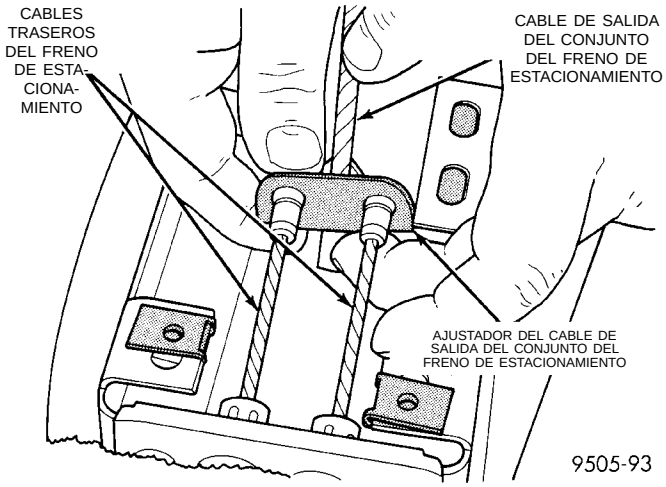
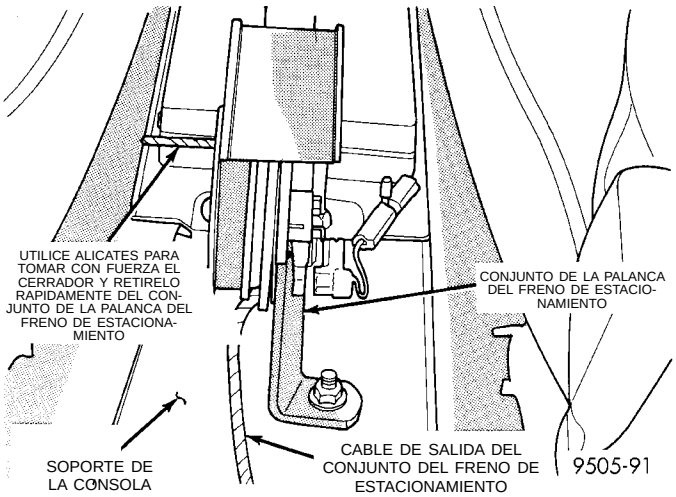

Fig. 129 Cables del freno de estacionamiento en el ajustador
Fig. 132 Desmontaje del cerrador del conjunto de la palanca del freno de estacionamiento
(7) Retire ambos cables traseros del freno de estacionamiento del ajustador de cables de dicho freno (Fig. 129).
(2) Instale ambos cables traseros del freno de estacionamiento en el ajustador, en el cable de salida de la palanca del freno de estacionamiento (Fig. 129).
(3) Asegúrese de que el cable del freno de estacionamiento esté instalado y alineado correctamente con la corredera del cable en la palanca del freno de estacionamiento.
(4) Tome con firmeza el cerrador de la palanca del freno de estacionamiento (Fig. 132) y retírelo rápidamente del mecanismo de la palanca del freno de estacionamiento. Esto permitirá que el mecanismo de la palanca del freno de estacionamiento ajuste correctamente los cables del freno de estacionamiento.